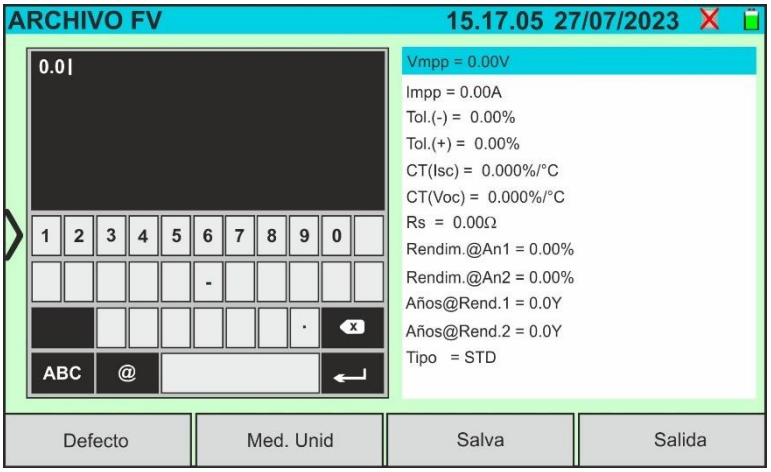

Fig. 26: Creación nuevo módulo FV – Paso 2
3. Utilice el teclado virtual alfanumérico para configurar los valores de los parámetros del módulo en función de la hoja de datos del módulo como se muestra en Fig. 26.